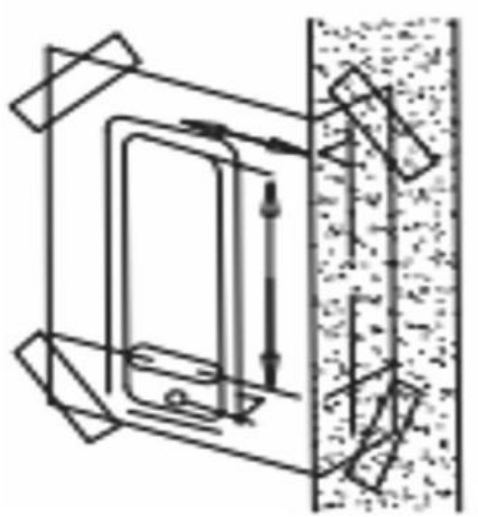

FIG3
1)Correctly position and affix the template (Model 5051 product template) to the surface of the internal door Required height off the floor. Ensure that the relevant, marked, door edge alignment template should be properly aligned with the actual door edge(as Fig 3).